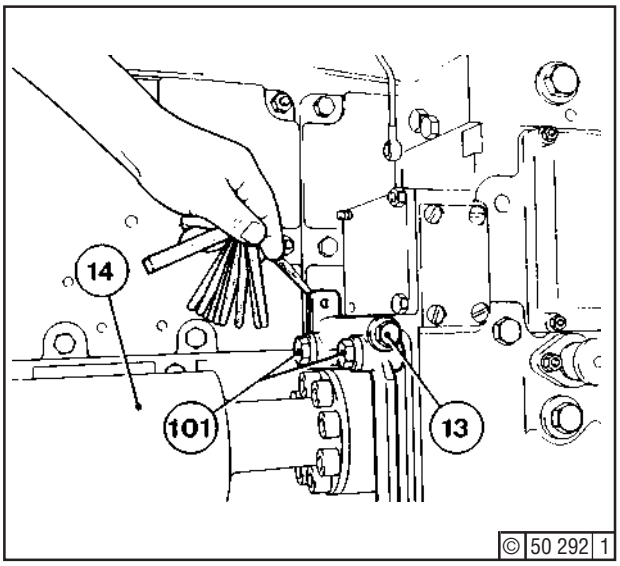

Fig. 9
- Turn shaft (14) - Fig. 9 - by hand at least one full revolution and check for easy movement.
- Lock down hex. bolts (13) - Fig. 9 - until hand-tight.
- Lock down hex. bolts (101) until hand-tight.